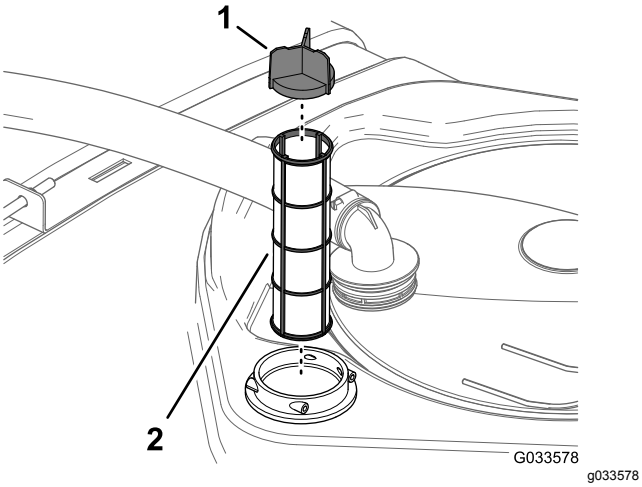

Figur 105
4. Fjern det gamle sugefilteret fra filterhuset i tanken (Figur 105).